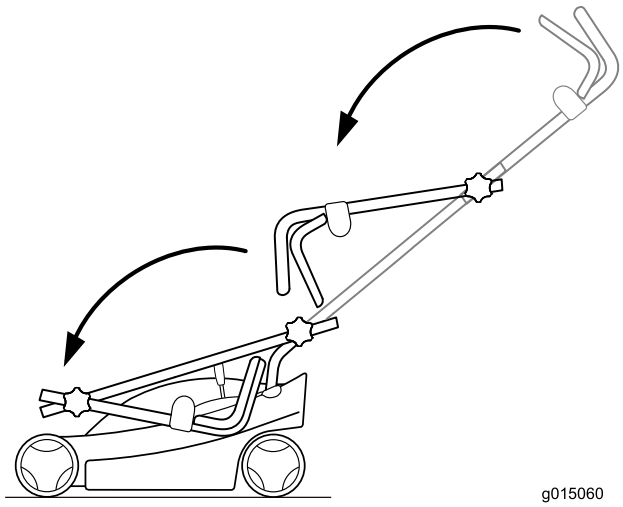
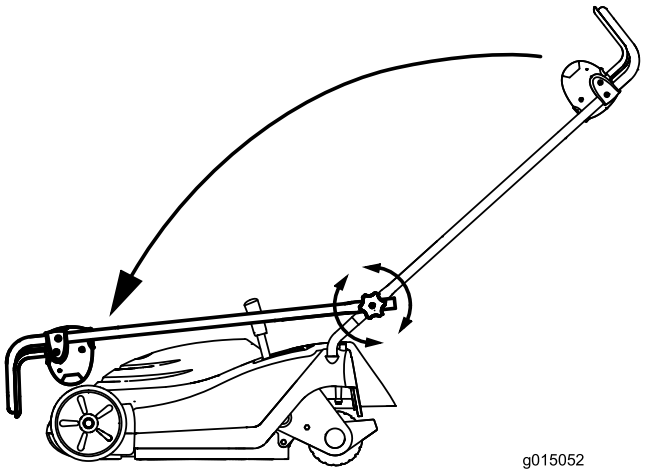

Figur 20
Figur 21
3. Fäll in handtaget såsom visas i Figur 20 och Figur 21, beroende på vilken modell du har.